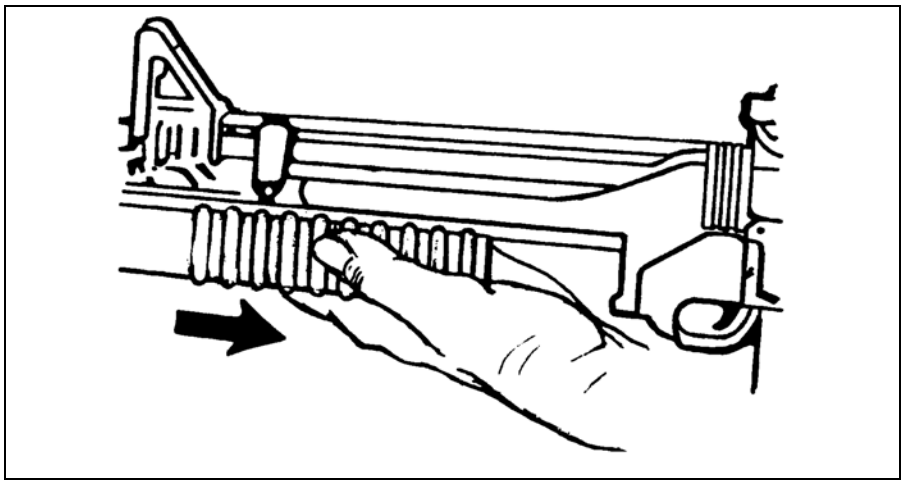

Figure 3-24. Installing and securing the handguard.
c. Install the handguard and secure it with the slip ring (Figure 3-24).